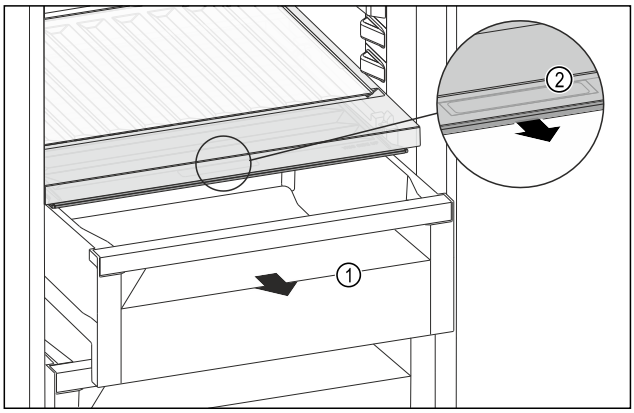

Fig. 126
▶ Izvelciet atvilktni *Fig. 126 (1)*.
▶ Satveriet nodalījuma vāka roktura padziļinājumu *Fig. 126 (2)* un vienlaikus pavelciet nodalījuma vāku uz priekšu.